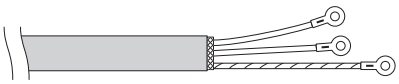

Fig. 4-12
(4) Conecte los terminales de presión de anillo a los cables de señal y a los cables blindados aislados en el Paso (2). (Fig. 4-12)